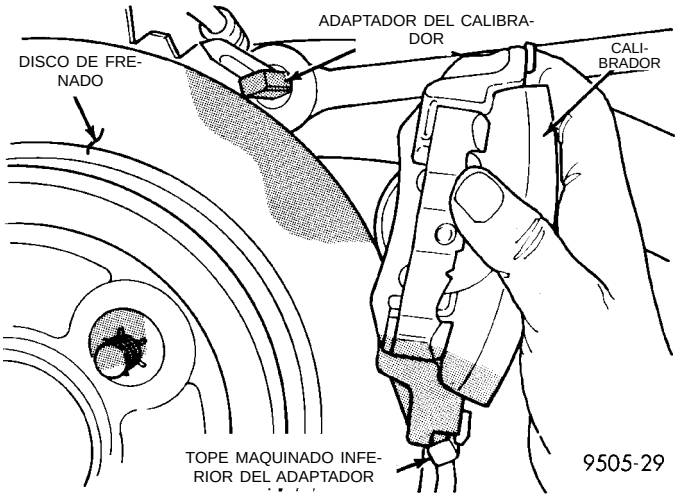

Fig. 73 Desmontaje/instalación del conjunto de calibrador del adaptador
para separarlo del adaptador. Después deslice el extremo opuesto del calibrador para sacarlo de abajo del tope maquinado del adaptador (Fig. 73).
(7) Baje cuidadosamente el calibrador y los conjuntos de zapatas de freno sobre el disco de frenado (rotor), invirtiendo el procedimiento de desmontaje requerido (Fig. 73). Asegúrese de que los pernos del pasador guía del calibrador, los casquillos y los manguitos queden separados de los topes del adaptador.